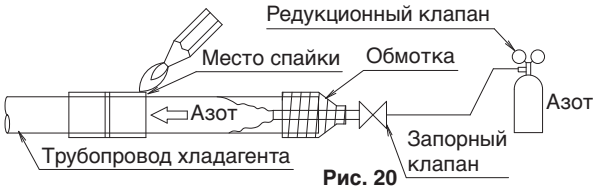

Рис. 20
- Перед пайкой трубопровода для хладагента дождитесь, пока азот вытеснит из него воздух. Затем выполните запаивание (ПРИМЕЧАНИЕ 2). **(См. рис. 20)** После завершения работы по запаиванию, выполните соединение развальцовки с блоком.